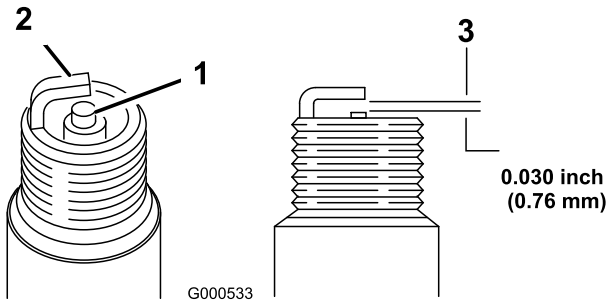

Figure 35
11. Réglez l'écartement des électrodes à 0,76 mm (0,030") (Figure 35).